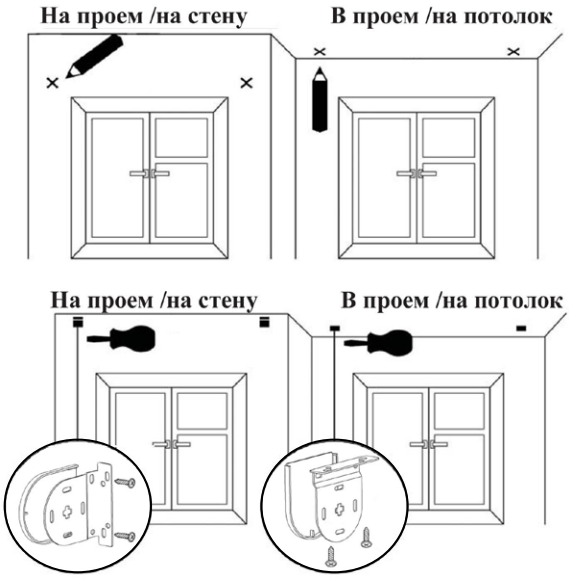

Рис. 1. Разметка и установка кронштейнов
2. Разметить предполагаемые места крепления кронштейнов (Рис.1), расстояние между которыми зависит от типа размеров в заявке: